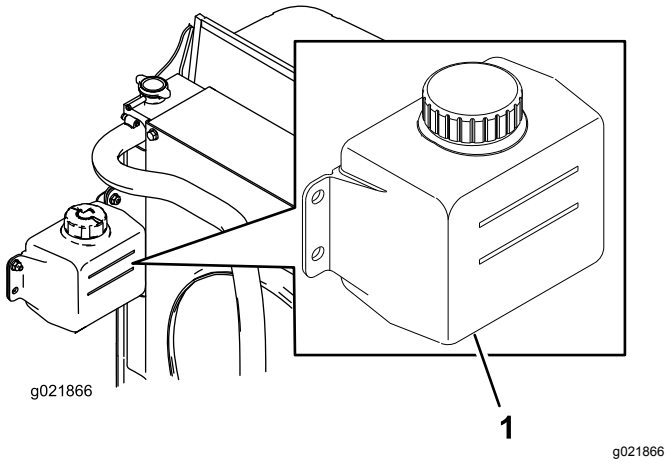

Figur 94
1. Kontroller kjølemiddelnivået i ekspansjonstanken (Figur 94).